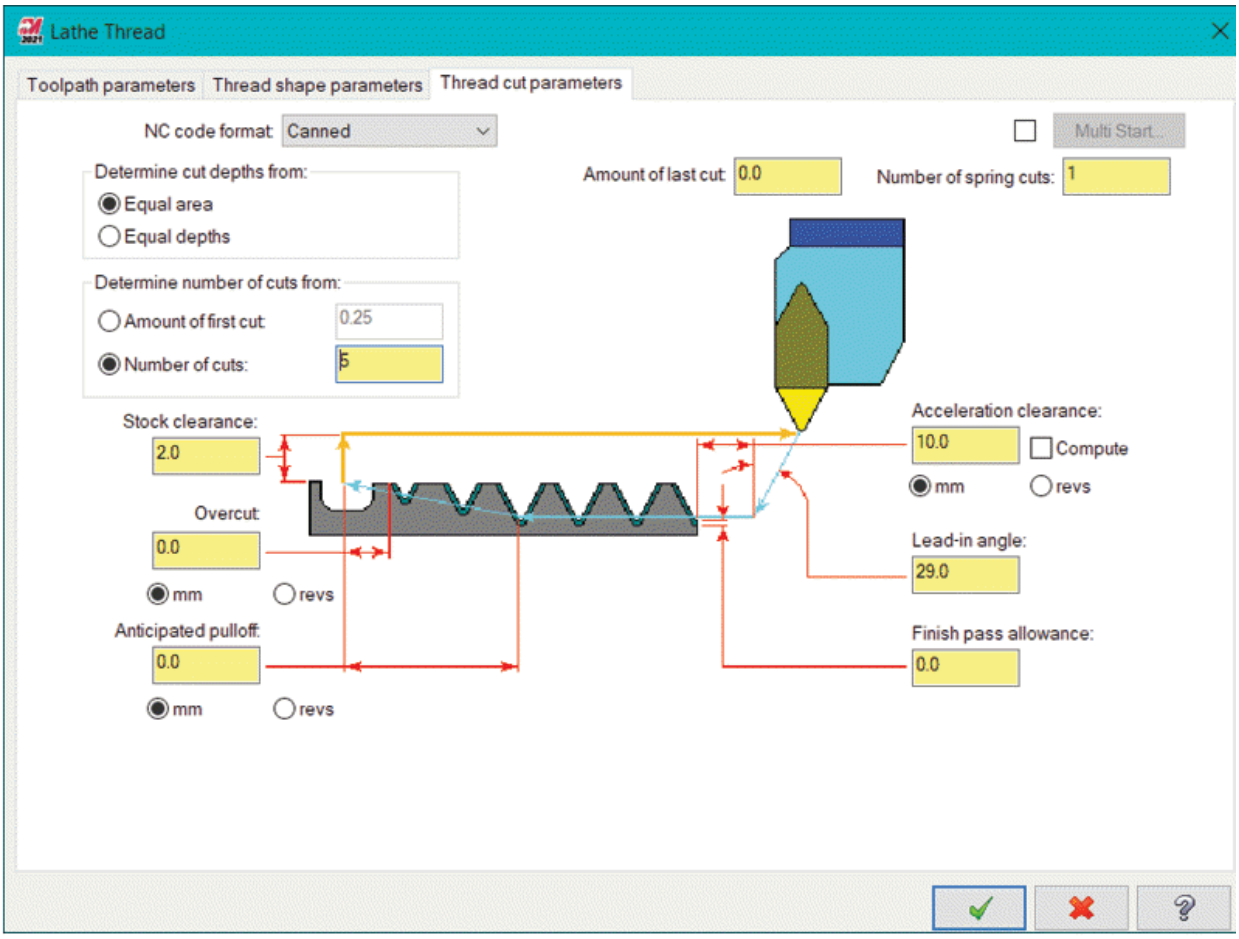

Figure-77. Thread cut parameters page in Lathe Thread Properties dialog box
- Click on the **Thread cut parameters** tab in the dialog box. The dialog box will be displayed as shown in Figure-77.